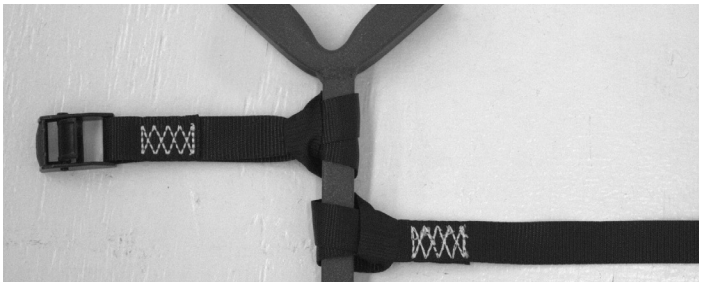

FIGURE 10A
3. While two people holding the stand in place, the third person should connect the horizontal stabilizer bar to the tree. Adjust the length of the stabilizer bar as needed so it contacts the tree and is level to the ground. Then secure it to the tree with the 6' cam strap (17) by forming a cinch knot with both ends of the strap and running the long end of the strap through the cam buckle. **SEE FIGURES 10A AND 10B.**